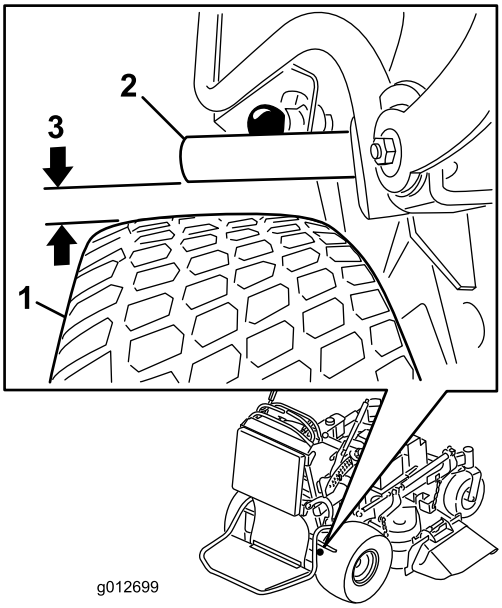

Figur 63
4. När bromsen är frigjord mäter du avståndet mellan bromsstången och däcket. Avståndet ska vara mellan 5 och 8 mm (Figur 63). Se Justera parkeringsbromsen om avståndet måste justeras.
5. Justera oket. Avståndet mellan bromsspaken och däcket måste vara mellan 5 och 8 mm. Vrid upp oket för att dra åt bromsen. Vrid ned oket för att lossa bromsen (Figur 63).